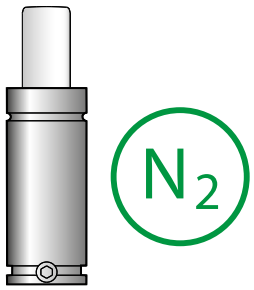

Abb. 10
- Die Gasdruckfeder nicht bei Geschwindigkeiten über 0,8 ÷ 1,8 m/s verwenden. (Abb. 10)